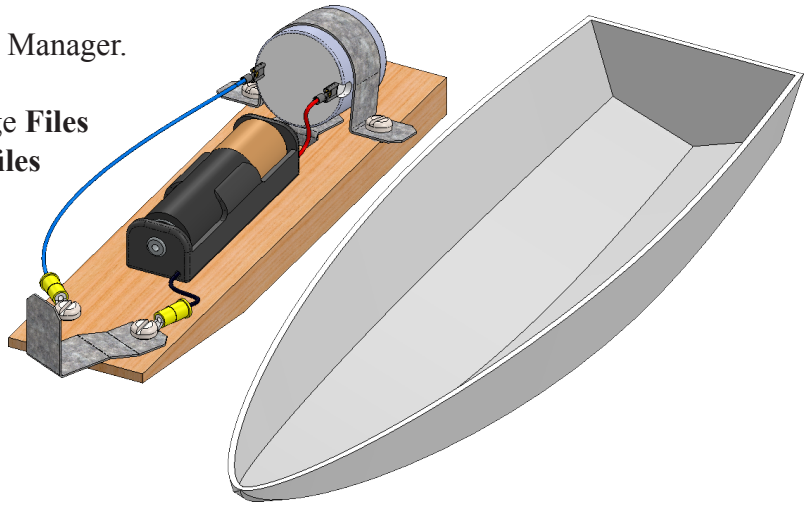

Fig. 2
Step 9. Click approximately where Power Train Assembly is positioned in **Fig. 2**. Click OK in the Property Manager when done.